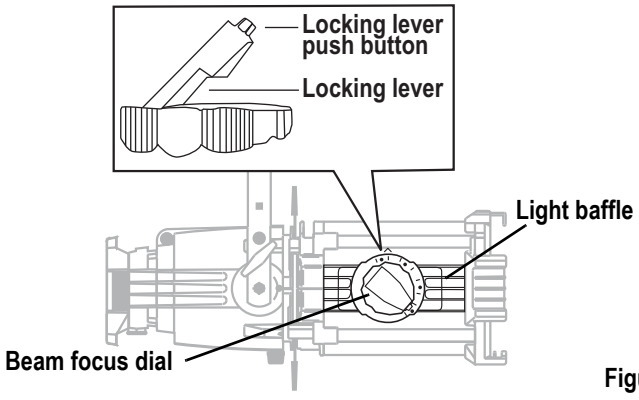

Figure 6
Step 1: Press the locking lever push button and lift the locking lever to unlock the focus dial as shown in *Figure 6*.